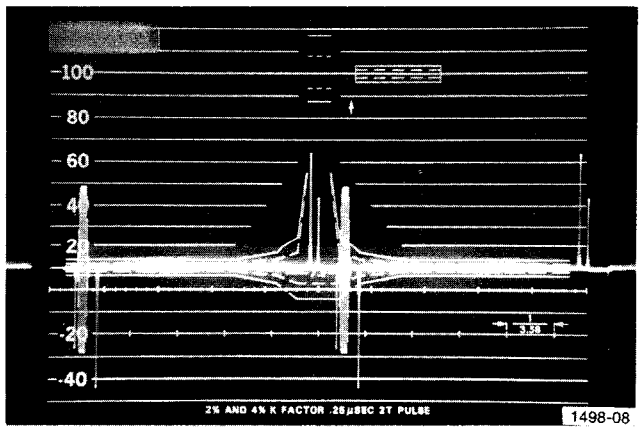

Fig. 5-6. Remote Control Unit Master Gain properly adjusted. Waveform Monitor in A-B.
b. Set the remote control unit Manual Master Gain control for correct 1440 output amplitude. (See Fig. 5-6).